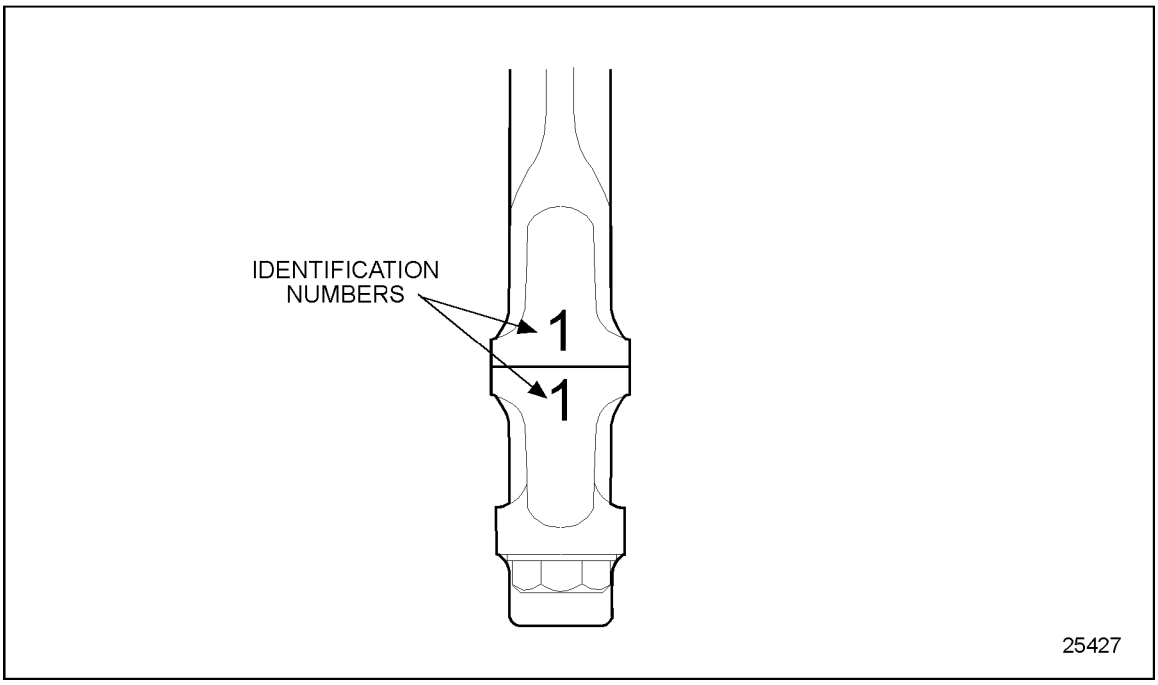

Figure 1-288 Connecting Rod and Cap Identification
10. Assemble the bearing cap and lower bearing shell to the connecting rod after removal. If not already marked, match-mark the rod and cap (on the tang side) with the cylinder number from where they were removed. See Figure 1-288.